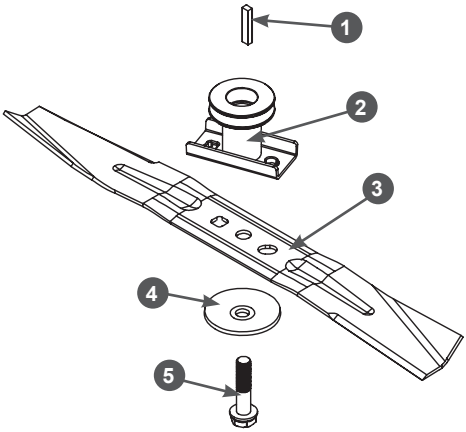

Рис. 23. Установка ножа
2. С помощью соответствующего инструмента открутите болт 5 крепления ножа и снимите нож (Рис. 23).
4. Установите нож на направляющие адаптера и закрепите его болтом и шайбой, как показано на Рис. 23. Убедитесь, что нож установлен правильно.
5. Зафиксируйте нож от проворачивания и надёжно затяните болт 5 крепления ножа (Рис. 23).